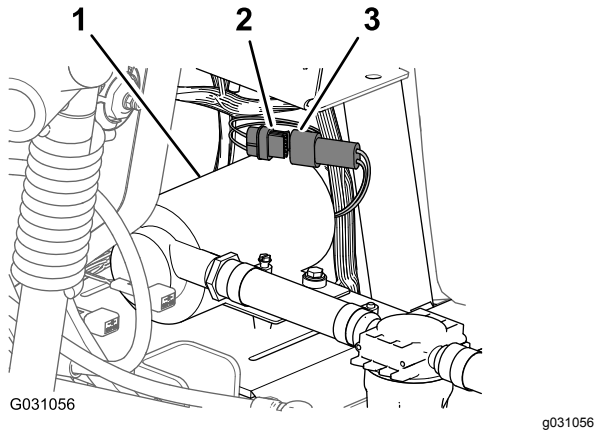

Figur 186
1. Anslut kontakten med sex stift på sköljpumpens kablage till kontakten med sex uttag på det bakre huvudkablaget (Figur 186).